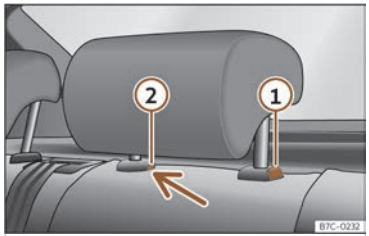

Fig. 88 Rear headrest: removal.
- Press button ››› **Fig. 88** (1), while simultaneously pressing on the safety hole (2) with a flat screwdriver a maximum of 5 mm wide, and remove the headrest.